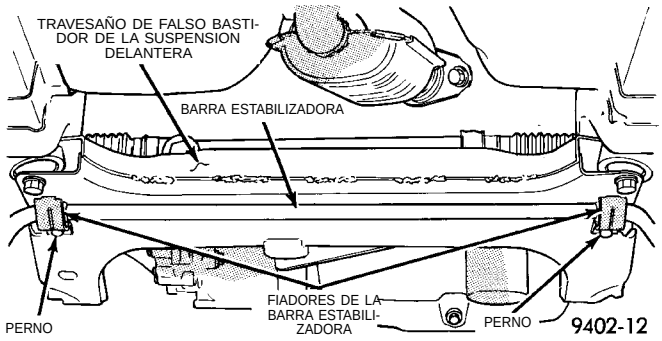

Fig. 40 Fiadores de los casquillos de la barra estabilizadora delantera
(3) Retire los pernos en los fiadores de los casquillos del travesaño de falso bastidor a la barra estabilizadora (Fig. 40). Después retire los fiadores de los